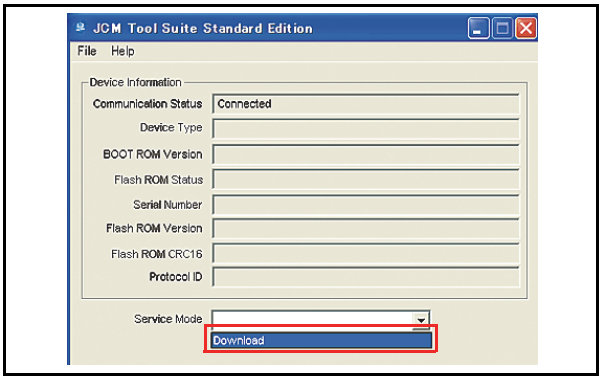

Figure 6-25 JCM Tool Suite Standard Edition Screen Pull-Down Menu 2
6. Mouse-click on, and hold-down the "Service Mode" Pull-down Menu selection and Slide-down the Menu to re-select "Download" from within the Menu Selections. When selected it with Highlight the selected Field Area Blue (See Figure 6-25), and the Status LED will flash at a Green Color rate.